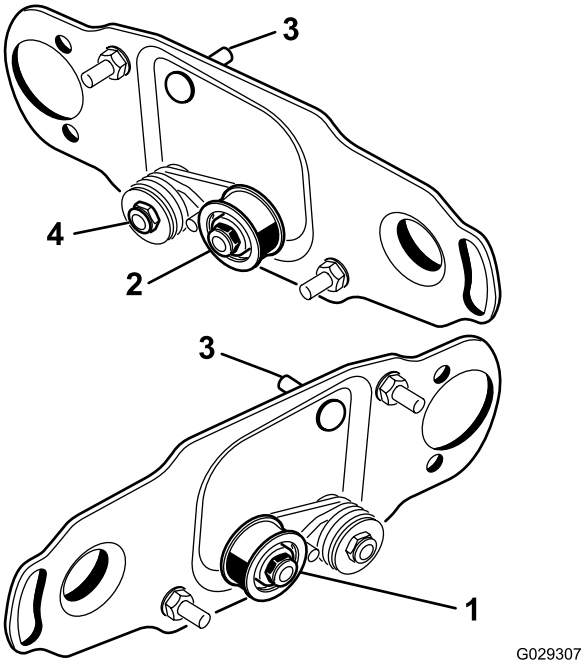

Figur 3
På venstre forreste og venstre bageste klippeenhed skal styreremskiveenheden vendes, så den monteres på **højre ende** af klippeenheden (Figur 3), som følger:
1. Tag styreremskiveenheden af venstre ende af klippeenheden, og monter den i det nederste hul på børstepladen på klippeenhedens højre ende (Figur 3).
2. Fjern bræddebolten og møtrikken, og sæt dem i det øverste hul, hvor styreremskiveenheden sad før (Figur 3).